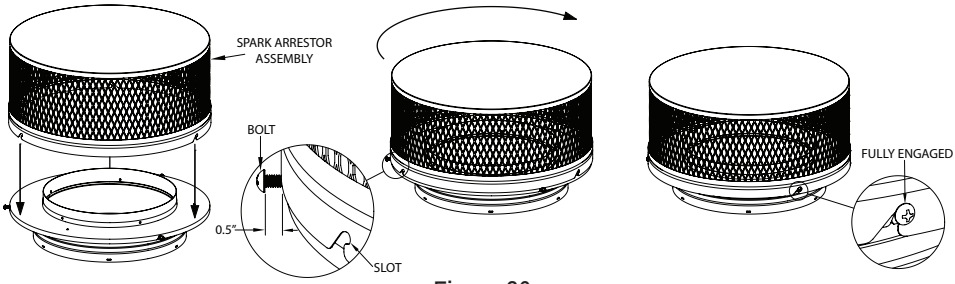

Figure 26
4. How to Clean: Have your chimney cleaned by a professional chimney sweep if you have doubts about your ability to clean it. Use a plastic, wood, or steel brush. Do not use a brush that will scratch the stainless steel liner of your chimney. Scrub the spark arrestor with a wire brush. To remove the Spark Arrestor Assembly for cleaning, loosen the three bolts that attach it without fully removing them, then twist the spark arrestor assembly counter-clockwise while lifting upwards. To reinstall *(Fig. 26)*, lower the spark arrestor assembly onto the three loosened bolts (without aligning the slots and bolts), then twist the spark arrestor assembly clockwise until the slots drop onto the bolts. Ensure that the bolts are fully engaged in the slots, then tighten the bolts to secure the spark arrestor assembly. The Tee Cleanout Cap can be removed once the retaining bar has been unbolted. Remember to replace the Tee Cap and retaining bar when you are finished cleaning the chimney.